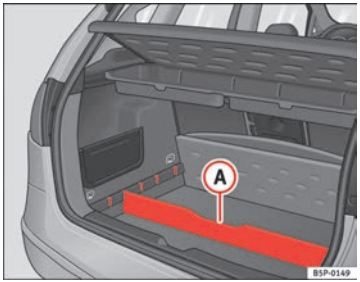

Fig. 107 Luggage compartment divider
– Fit the separator (A) ⇒ fig. 107, into the side grooves depending on the size of the objects to be transported. The on-board tool kit and the spare wheel are located underneath the luggage compartment.